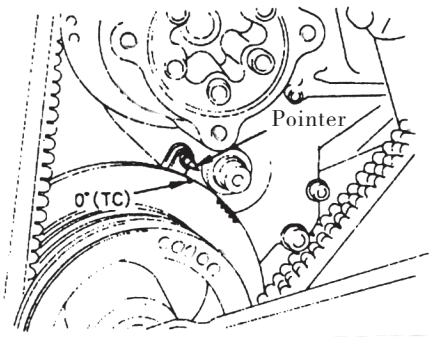

Fig. 1.11
(1) Turn the crankshaft clockwise and make the "TC" mark of belt wheel shock absorber coincide with the needle.
(2) Open the manhole cover and confirm the mark of the bottom plate and position of the needle. If the mark of the bottom plate coincides with the needle position, it indicates the upper dead point on the compression stroke of the first cylinder, adjust the clearances of the air gate with "△" and "※" as well. The clearance value of the air gate: 0.4mm (When it is under cooling state, the air suction and exhaustion are of the same value.)For details, please refer to Figs 1.11,1.12,1.13